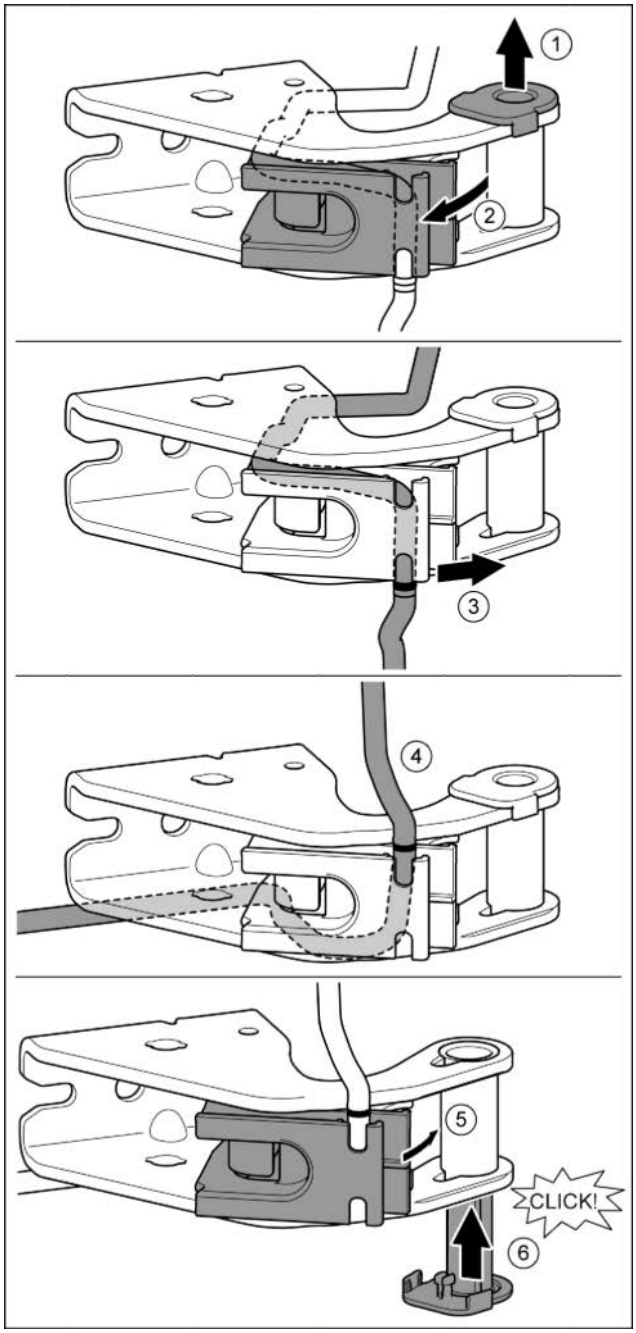

Fig. 28
▶ Опорную втулку вывести из направляющей. *Fig. 28 (1)*
▶ Отвести в сторону держатель кабеля. *Fig. 28 (2)*
▶ Высвободить кабель из направляющей. *Fig. 28 (3)*
▶ Вставить кабель, перевернув его в обратную сторону. *Fig. 28 (4)*
▶ Вернуть держатель кабеля в исходное положение. *Fig. 28 (5)*
▶ Установить и зафиксировать опорную втулку с другой стороны. *Fig. 28 (6)*